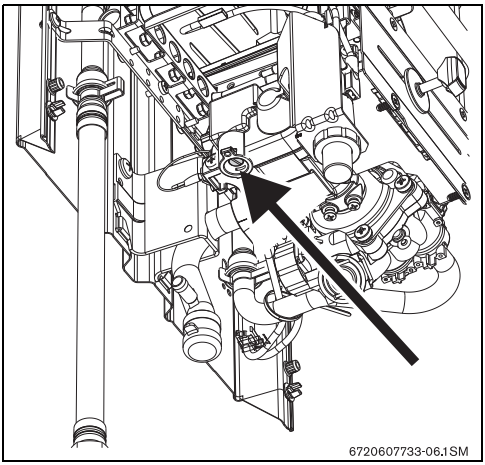

Рис. 13 Винт регулировки макс. расхода газа
- Снять пломбу с регулировочного винта (рис. 13).
- При помощи регулировочного винта (рис. 13) отрегулировать давление перед форсункой по таблице 7.